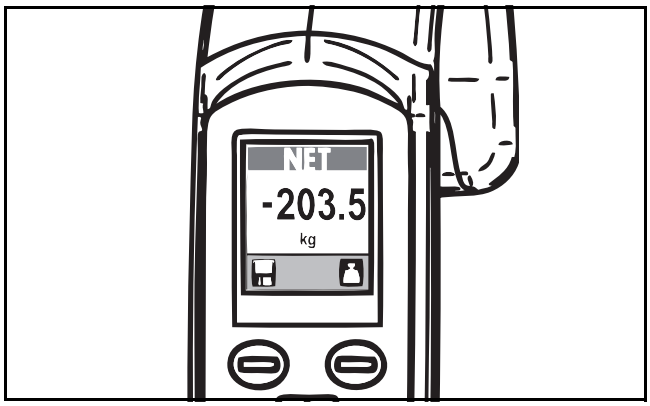

Fig. 68
3) Sæt sejlet tilbage på MAXI MOVE. Ignorer minustegnet foran cifrene på vægten. Vent, til vægtaflæsningen er stabil. Den viste vægt er plejemodtagerens faktiske vægt (se Fig. 68).